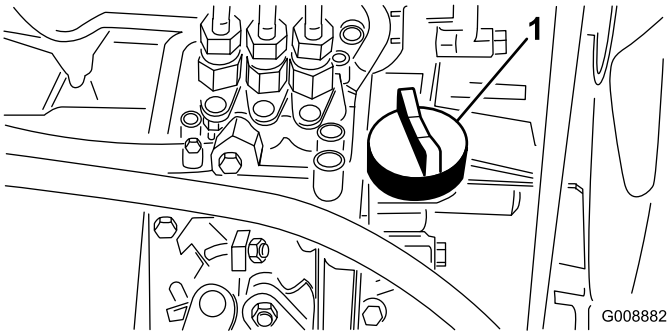

Figuur 38
4. Als het oliepeil te laag is, verwijdert u de vuldop (Figuur 38) en vult u bij met kleine hoeveelheden olie totdat het oliepeil de Vol-markering op de peilstok bereikt. Vul de olie langzaam bij en controleer daarbij veelvuldig het peil.